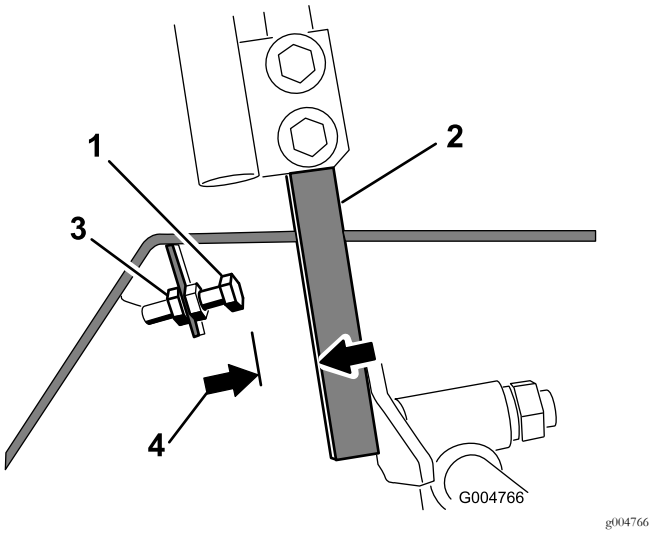

Figur 58
4. Lossa kontramuttern på stoppbulten för ett rörelsereglage (Figur 58).